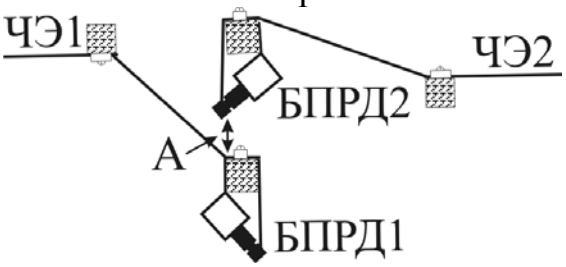

Рис. 10.17
10.2.7 При последовательной установке нескольких извещателей учесть вышеизложенные рекомендации. При установке рядом расположенных БПРД, обеспечить минимальные электромагнитные связи между проводами и заземлителями смежных ЧЭ соседних извещателей. Существуют как минимум два способа размещения на заграждении конечных консолей с установленными на них БПРД смежных извещателей. На рис. 10.17, 10.18 изображены виды на торцевые поверхности конечных консолей. Расстояние А между ними должно быть не менее 300 мм. ЧЭ1 и ЧЭ2 не должны иметь параллельных или пересекающихся участков и, как следствие, иметь минимальные электромагнитные взаимосвязи.